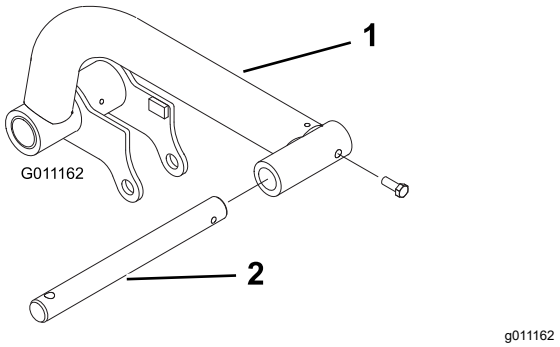

Figur 9
1. Sæt en drejestang i hver løftearm, og ret monteringshullerne ind efter hinanden (Figur 9).